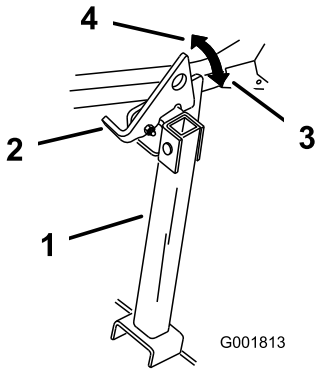

Figuur 29
2. Zet de vergrendeling omhoog in de ontgrendelde stand (Figuur 29).